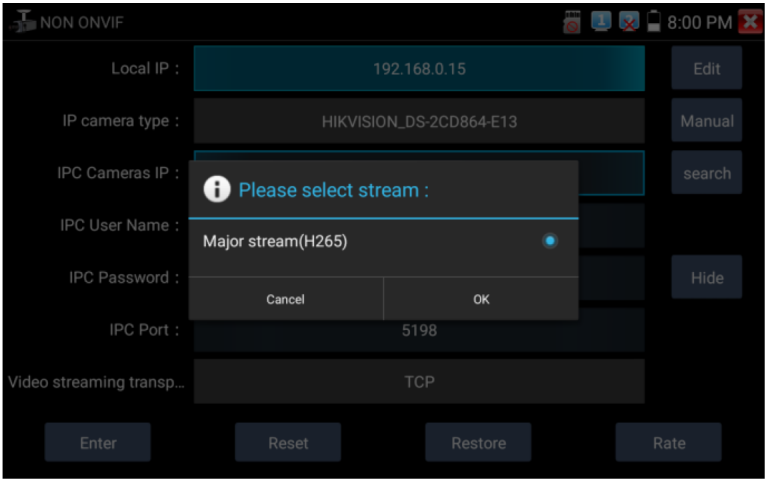

Рис. 72 Выбор потока для IP видеокамеры
- Stream code (Выбор потока). Позволяет выбрать основной или субвидеопоток (minor stream) для подключенной с использованием RTSP протокола IP видеокамеры (рис. 72)